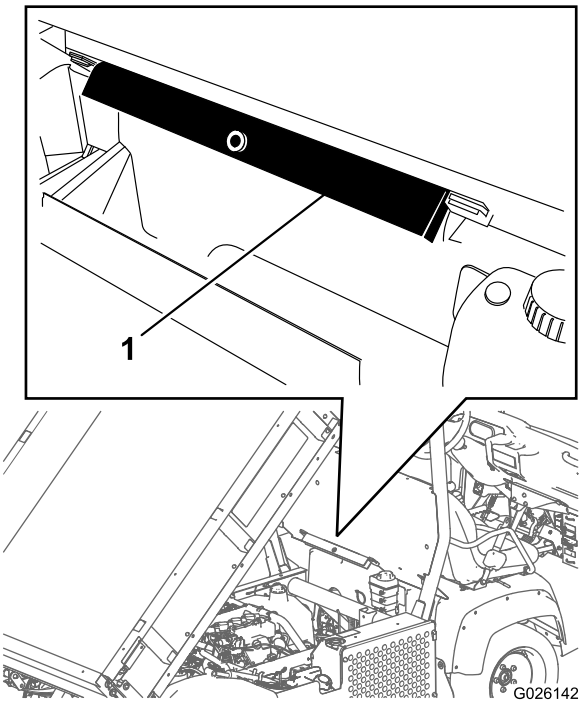

Figura 30
2. Staccate il supporto del pianale dalle staffe su cui è riposto, sulla parte posteriore del pannello del sistema ROPS (Figura 30).